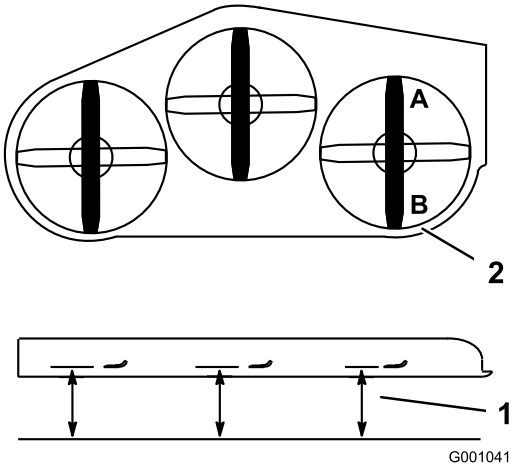

Figur 73
1. Plasser den høyre kniven på langs (Figur 73).
2. Mål den høyre kniven ved **A** fra en plan overflate til kniveggen på knivtuppen (Figur 73).
4. Mål den høyr kriven ved **B** fra en plan overflate til kniveggen på knivtuppene (Figur 73).
6. Kniven skal være 6–10 mm lavere ved stilling **A** enn ved stilling **B** (Figur 73). Dersom defleksjonen ikke er korrekt, gå til følgende trinn.